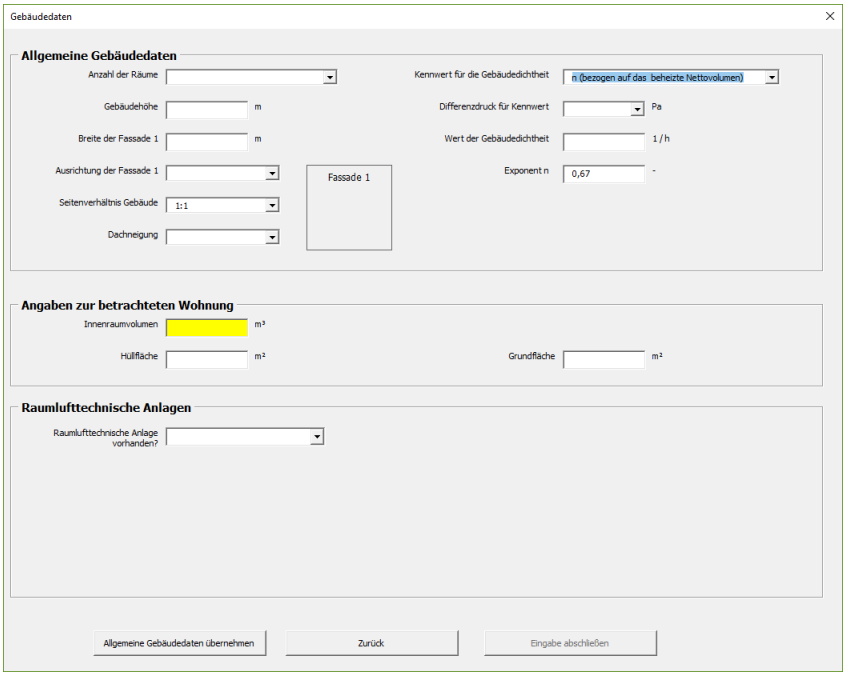

Abbildung 6: Eingabemaske "Allgemeine Angaben zum Gebäude" mit Eingabeaufforderung des Innenraumvolumen
- Innenraumvolumen in m³ (bei n (bezogen auf das beheizte Nettovolumen)), siehe Abbildung 6